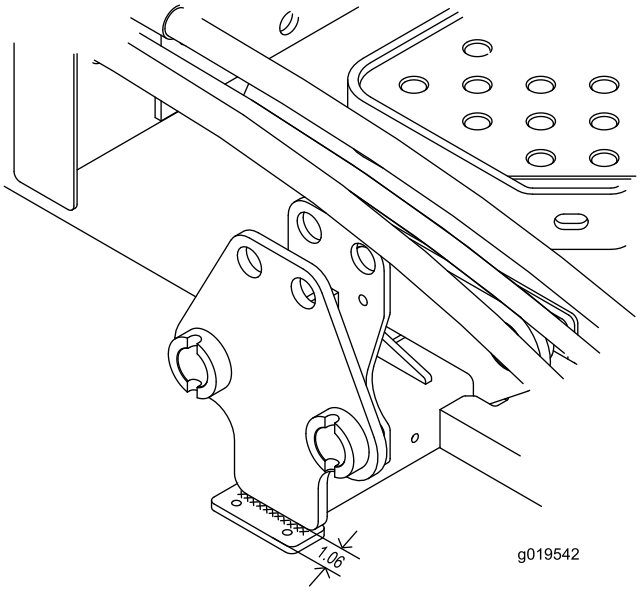

Figura 4
1. Collocate una staffa del paraurti sotto una delle piastre del telaio portante in modo che il bordo anteriore della staffa disti 2,69 cm dalla piastra e sia perfettamente centrato rispetto ad essa (Figura 4). Assicuratevi che i fori siano davanti.
2. Fissate la staffa del paraurti alla piastra del telaio portante con un cordone di saldatura compreso fra 6,3 e 63,5 mm (Figura 4).